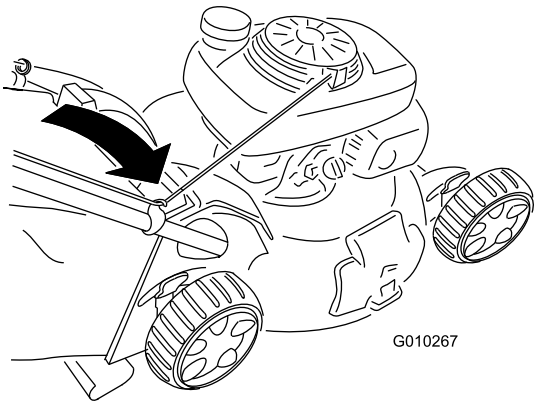

Figuur 28
2. Laat het startkoord rond de onderste koordgeleider lopen (Figuur 28).